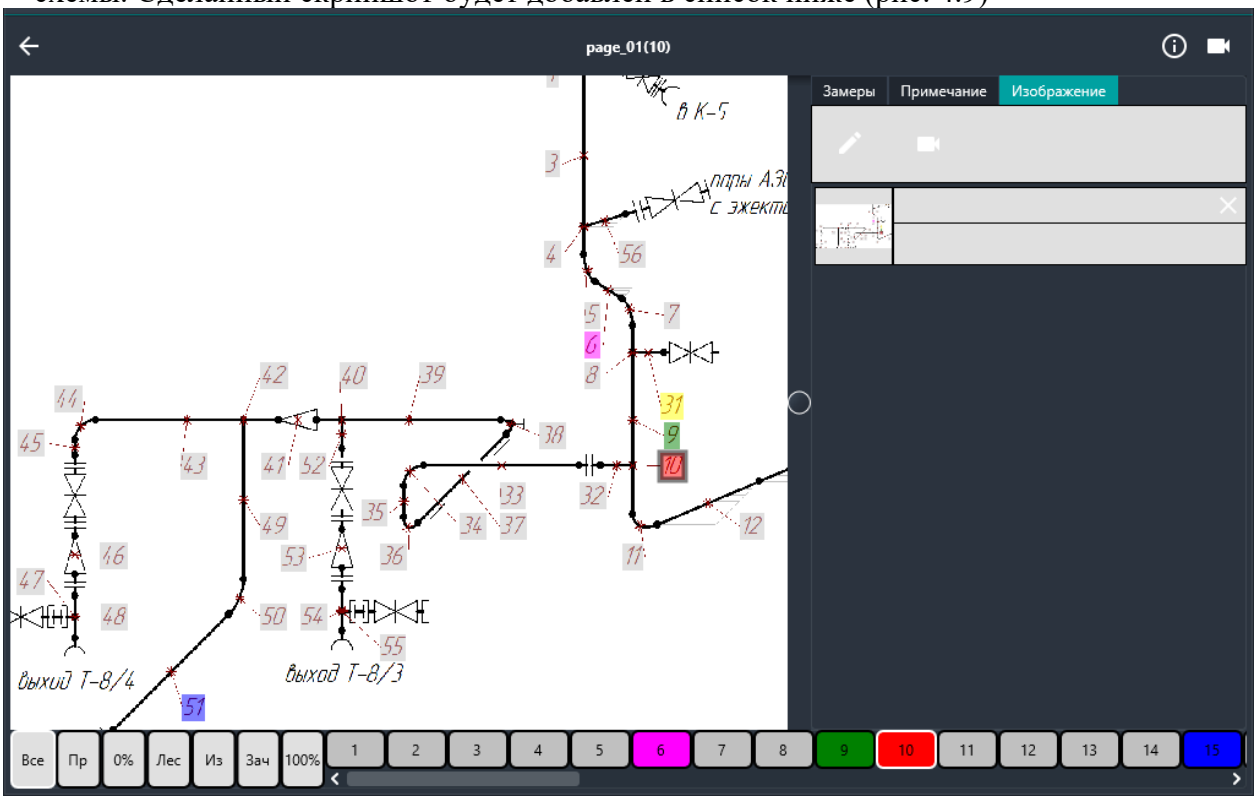

Рис. 4.9 – Вкладка «Изображение» со снимком экрана в списке
- нажать кнопку в правой части экрана и сделать скриншот выбранного фрагмента схемы. Сделанный скриншот будет добавлен в список ниже (рис. 4.9)
- в верхнем левом углу экрана открытой маршрутной карты нажать кнопку (рис. 4.9), что возвращает в меню выбора маршрутной карты трубопровода (рис. 4.12);